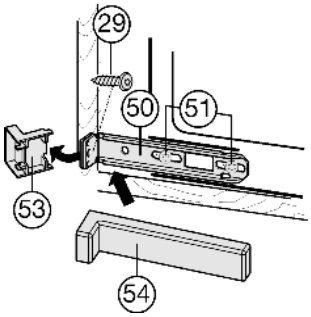

Fig. 19
▶ Немного ослабьте винты *Fig. 19 (51)*.
▶ Закрепите нижний крепежный уголок *Fig. 19 (50)* с помощью винтов для стружечной плиты *Fig. 19 (29)* ø4x19 на стенке мебели.
▶ Удалите выступающий конец крышки *Fig. 19 (53)*. Он больше не понадобится.
▶ Затяните винты *Fig. 19 (51)*.
▶ Установите крышку *Fig. 19 (54)* на нижний крепежный уголок *Fig. 19 (50)*.